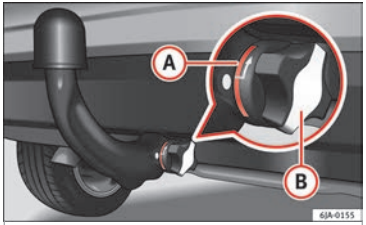

Fig. 200 Correct placement of the ball-headed bar.
- The red mark (A) ››› **Fig. 200** on the manual regulator signals toward the white mark on the ball-headed bar.
- Cover (B) has been placed over the manual regulator lock.